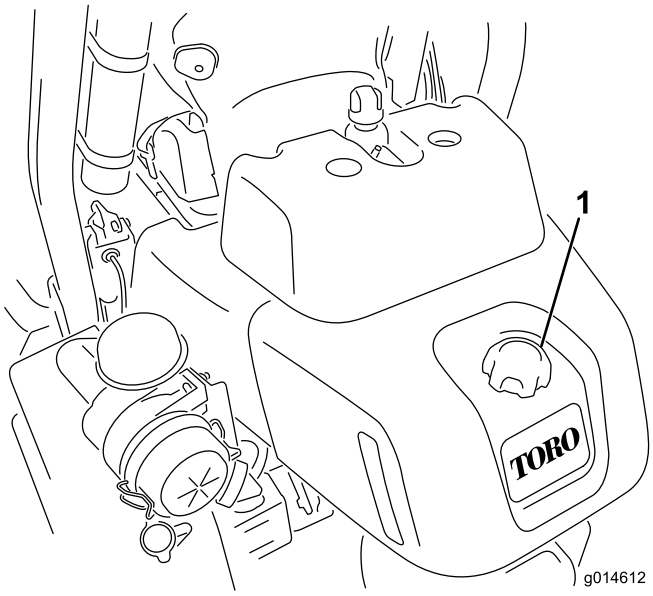

Figur 29
1. Rengjør rundt drivstofflokket (Figur 29).